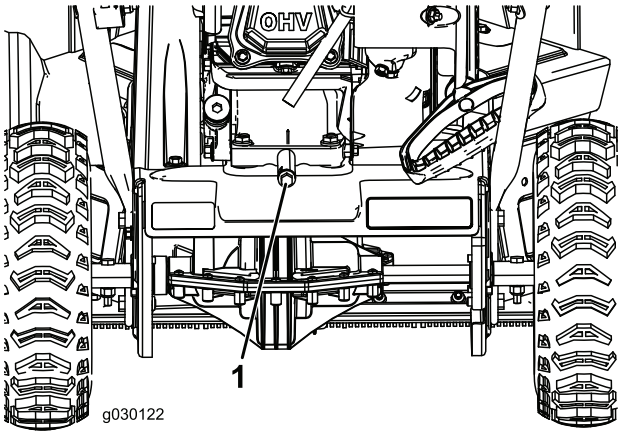

Рисунок 20
2. Поместите сливной поддон под пробку отверстия слива масла, выверните пробку, наклоните машину назад и слейте отработанное масло в поддон (Рисунок 20).